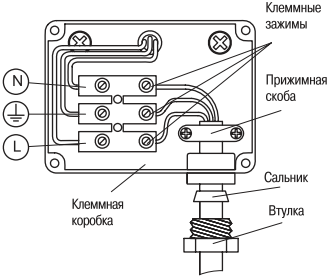

Рисунок 8
4.7 Подключение прожектора (рисунок 8):